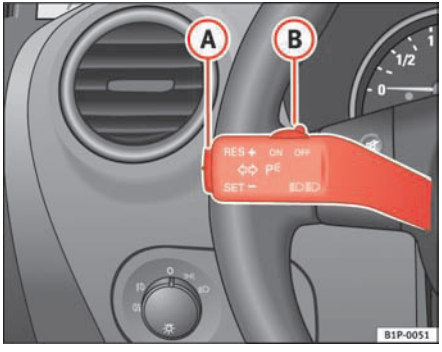

Fig. 125 Turn signal and main beam lever: switch and rocker switch for CCS
– Press the upper part of the rocker switch**RES** ⇒ fig. 125 (A) to increase the speed. The vehicle will continue to accelerate for as long as you keep the rocker switch pressed. When you release the switch, the new speed is stored.
Control of the set speed is switched off if you reduce speed by depressing the brake pedal. Reactivate the regulator by pressing once on the upper part of the rocker switch **RES+** ⇒ page 162, fig. 125 (A).